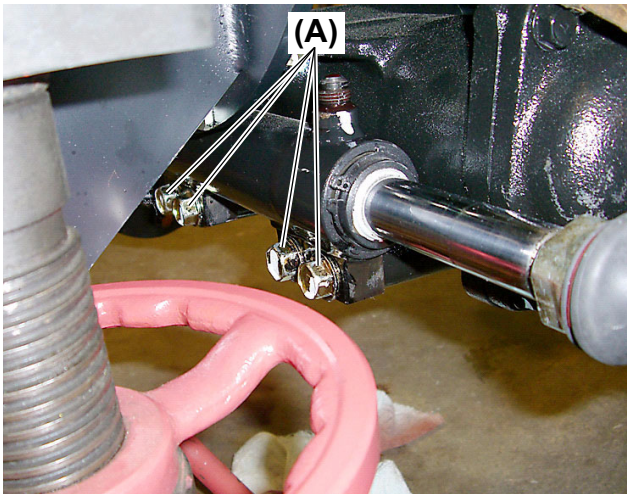

Fig. 6
9. Remove the four (4) M12 × 45 mm (L: 1.8 in.) **(Fig. 6, (A))** flange head bolts that secure the Power Steering (PST) cylinder to the front axle housing.